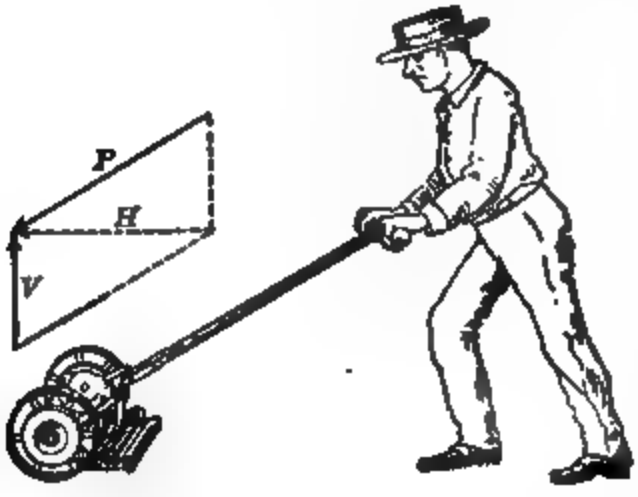

Fig. 151. Useful component of push against lawn mower.
4. A man pushes on a lawn mower (Fig. 151) with a force of 60 pounds along the handle, which is tilted at an angle of 30° from the ground. (*a*) What is the useful component of this force? (*b*) If the handle is tilted at an angle of 45°, what is the useful component?